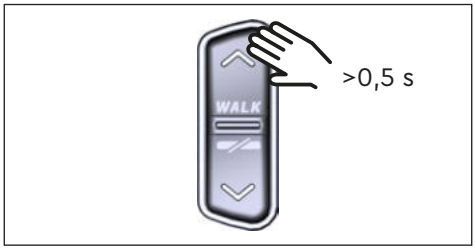

Fig. 9: Activation de l'assistance à la poussée
- ▶ Lorsque le E-Bike est à l'arrêt, appuyez pendant plus de 0,5 s sur le bouton de commande HAUT de la Remote (voir Fig. 9) pour activer l'assistance à la poussée.